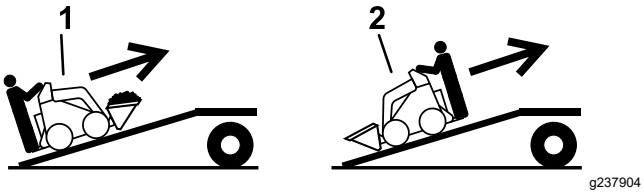

Figuur 14
5. Laad de machine op de aanhanger met de zwaarste kant naar de bovenste zijde van de oprijplaat gericht, en zorg dat de lading onderaan zit (Figuur 14).